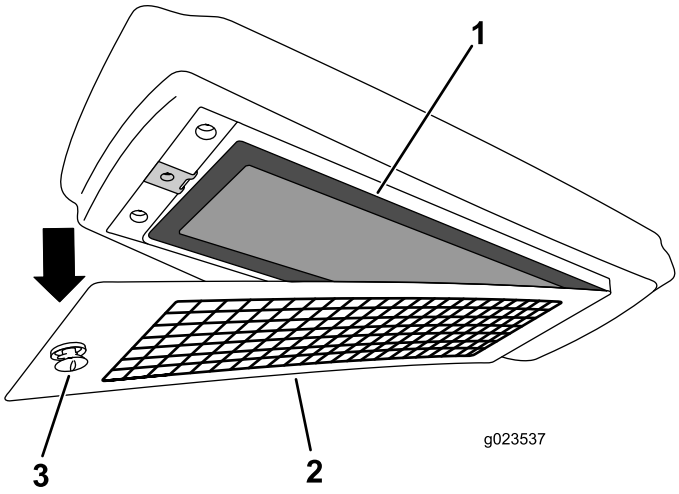

Figure 163
4. Sortez le filtre à air du boîtier et remplacez l'élément filtrant (Figure 163).